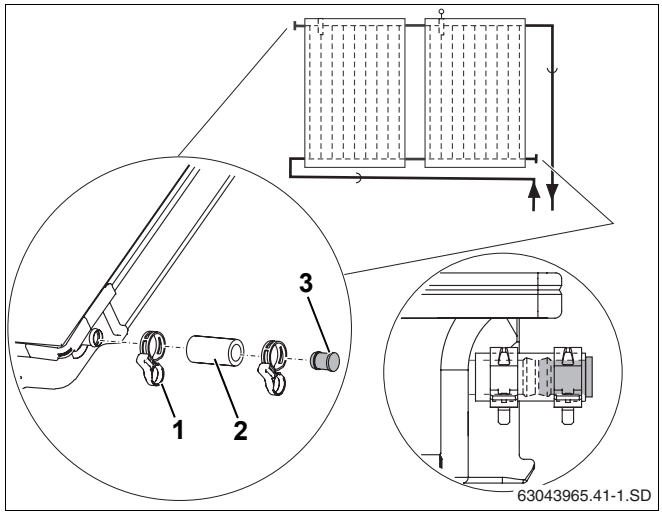

Rys. 43 Montaż zaślepki i zaciskowej opaski sprężystej
- Węże instalacji solarnej długości 55 mm (rys. 43, **poz. 2**) z włożonymi zaślepkami nałożyć na oba otwarte przyłącza pola kolektora.